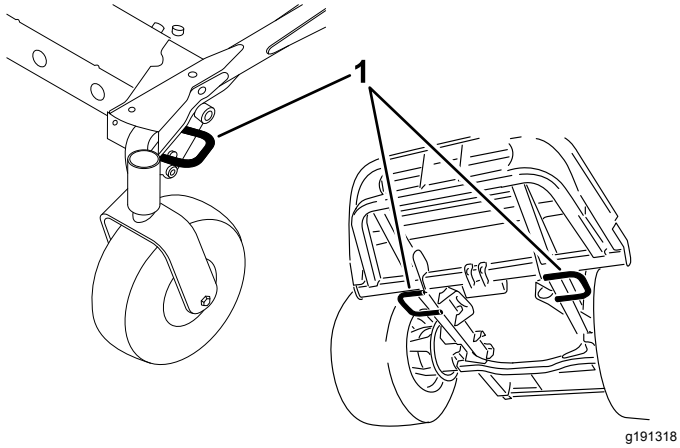

Figur 27
5. Använd fästöglorna på maskinen för att säkra den på släpvagnen eller lastbilen med hjälp av spännband, kedjor, vajrar eller rep (Figur 27).